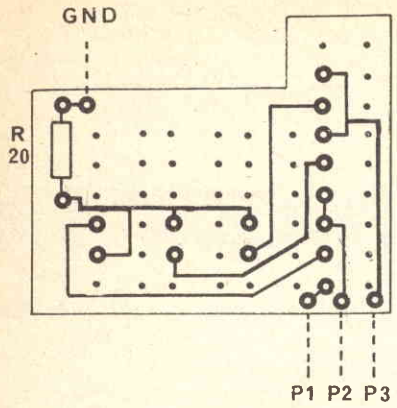

Fig. 6 - Stampato in scala 1:1 relativo al supporto di R20 ed ai collegamenti. va montato sul lato superiore della tastiera.
Il circuito stampato, di cui alla fig. 6, va montato dal lato superiore della tastiera. Su questo stesso circuito stampato andrà montata la resistenza R20.
N.B. tutti i ponticelli contrassegnati con la lettera "P" vedi fig. 6, andranno saldati durante le fasi di taratura dello strumento.